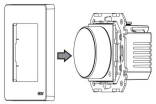

Fig 5
Step 5: Install the just removed outer frame back to its original position, and the installation is complete. See Figure 5.